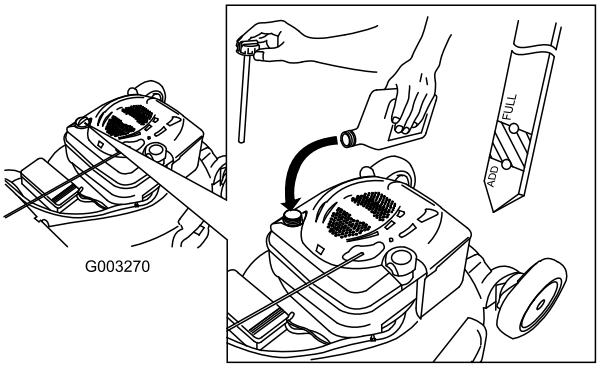

**Figuur 36**
12. Haal de peilstok eruit en lees het oliepeil af; zie Figuur 36.